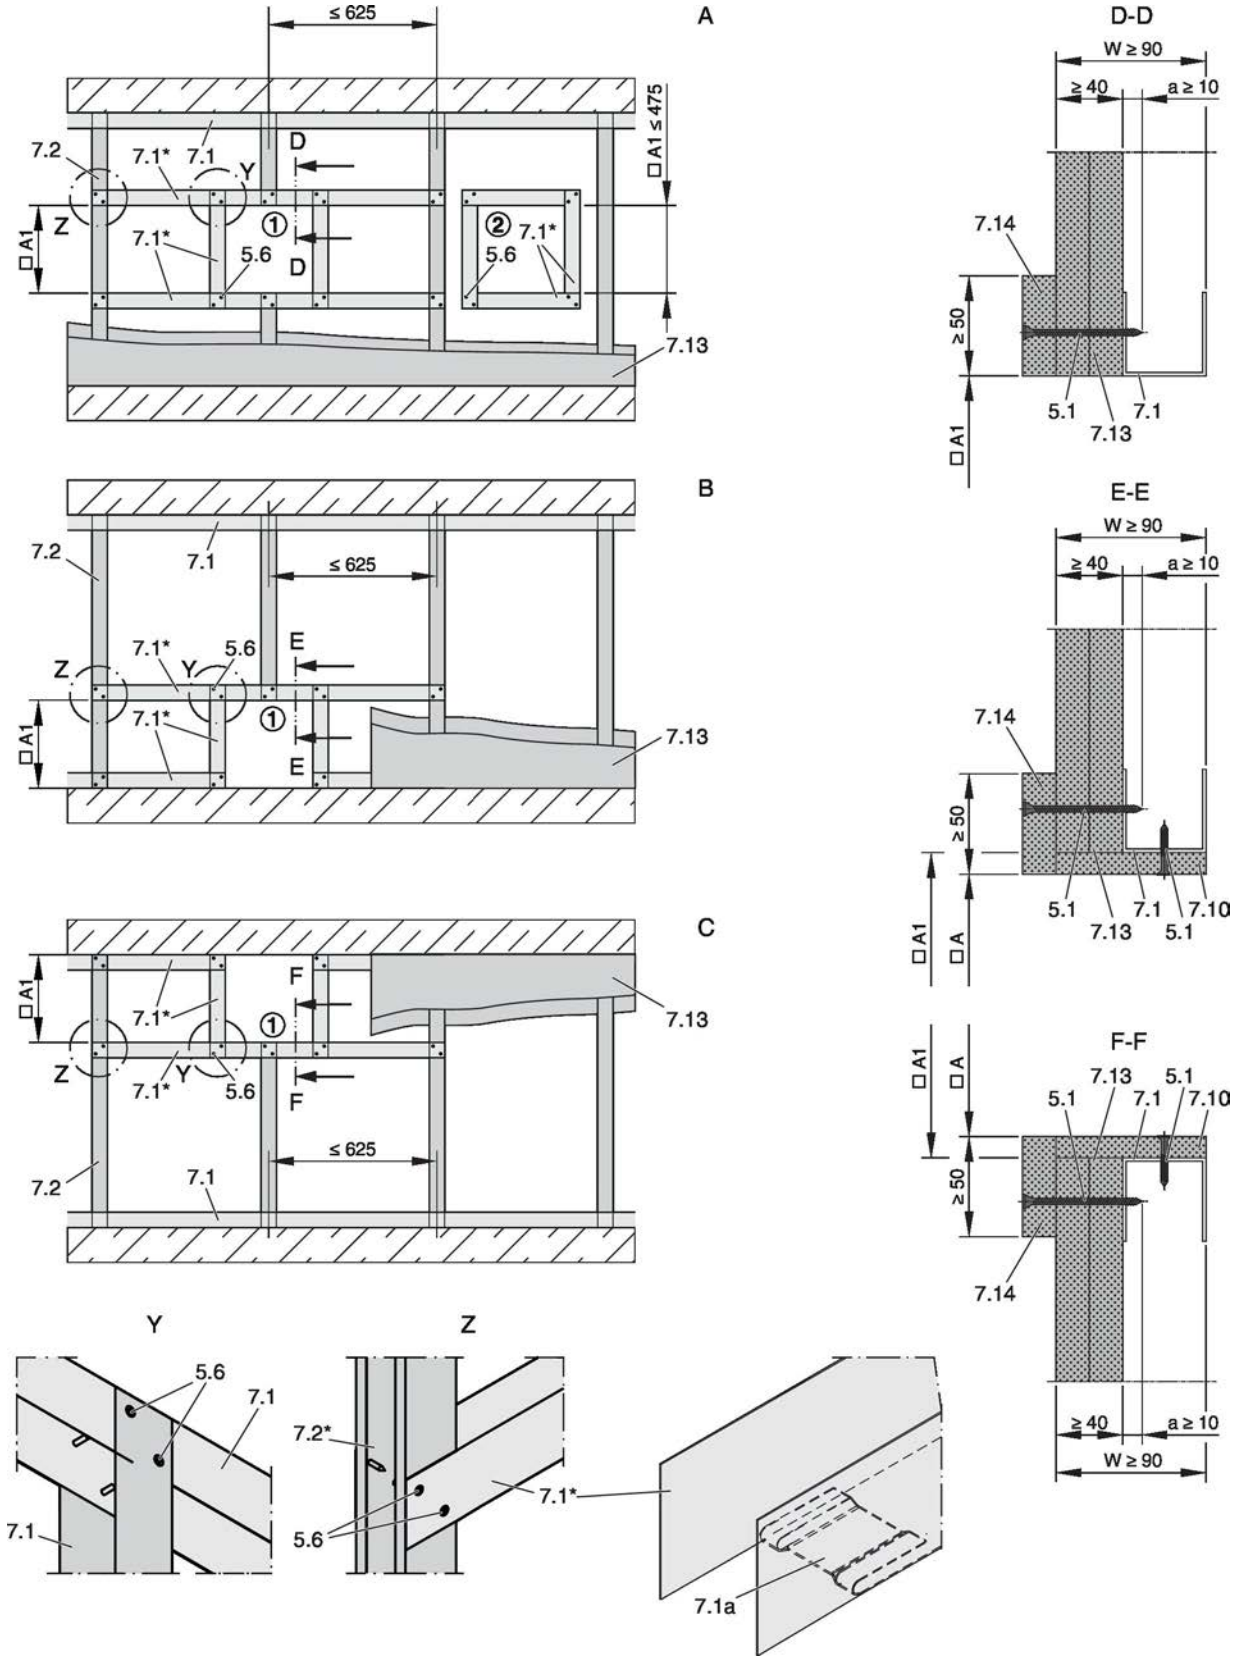

Abb. 96: Schachtwand mit Metallständer und einseitiger Beplankung
- Schachtwand nach Herstellerangaben errichten und Einbauöffnung herstellen, siehe Abb. 96